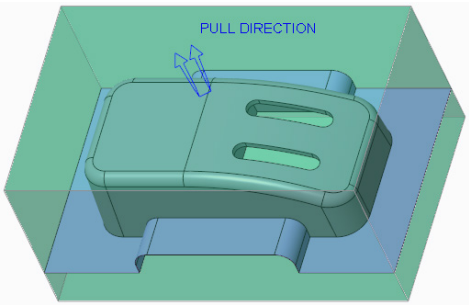

Figure 16-35 *Model after using the* ***Extend Curve*** *tool*
4. Select the **Perpendicular to boundary** radio button from the **Extensions** slide-down panel and choose the **OK** button from the **Extend Curve** dashboard; the extending surface is created, as shown in Figure 16-35.